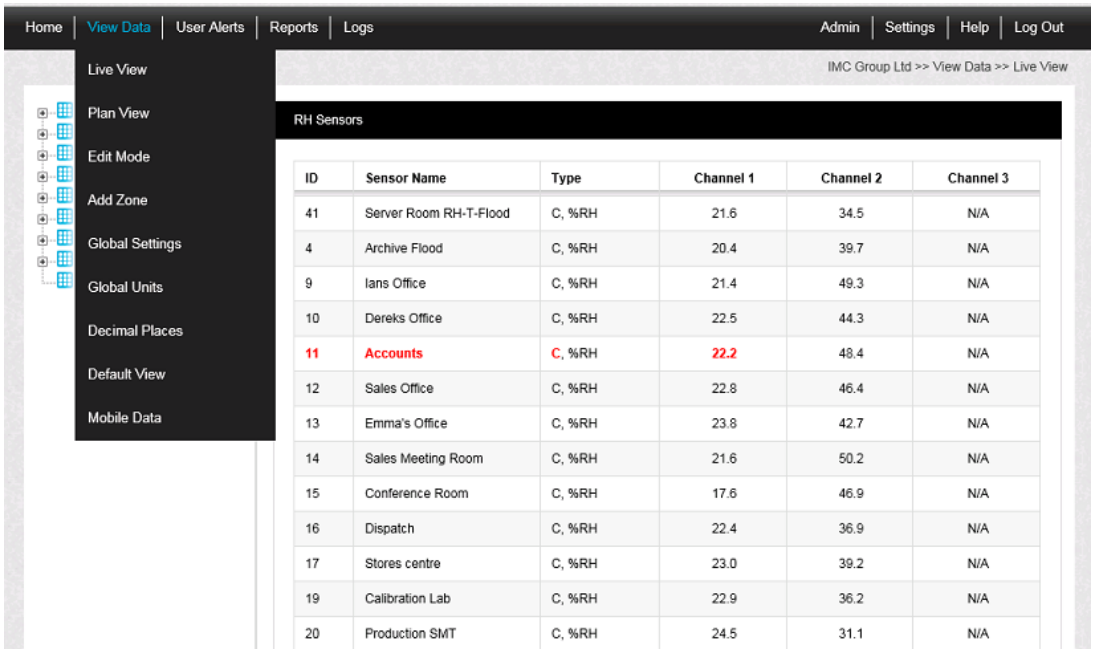

Figure 83
2. Select **View Data** on the left-hand side of the top menu bar. See Figure 83 below: